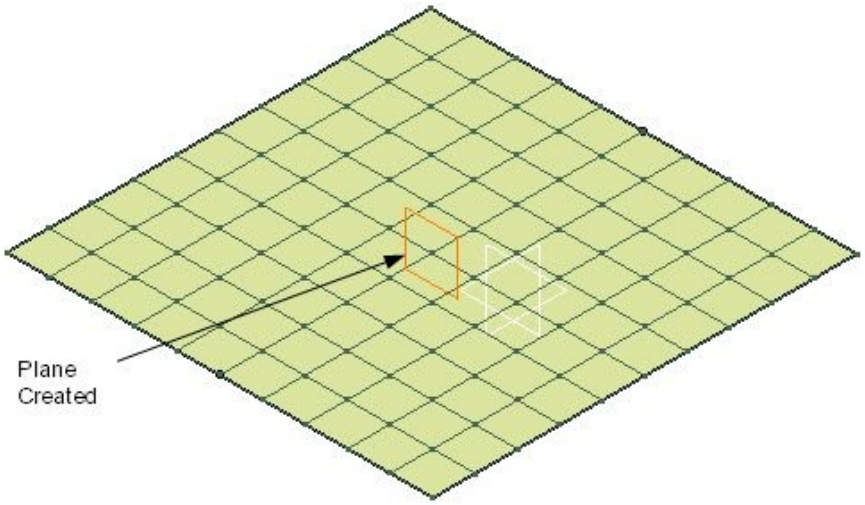

Figure 17-63 *The plane created*
4. Select the curve created earlier at the center of the surface and choose the **OK** button; a plane is created, as shown in Figure 17-63, and the **Control Points** dialog box is